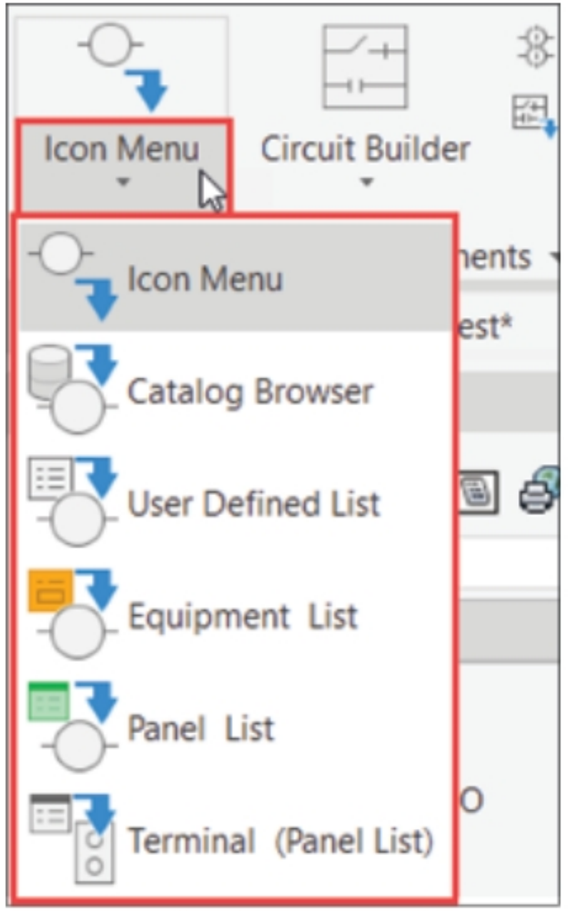

Figure-7. List of tools
- Click on the Down arrow below **Icon Menu** button in the **Schematic** tab of the **Ribbon**. The list of tools will be displayed; refer to Figure-7.